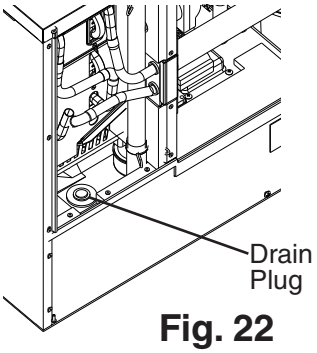

Fig. 22
2) Remove the front insulation panel, then remove the water tank drain plug located in the bottom of the water tank. See Fig. 22. Allow the water tank to drain.